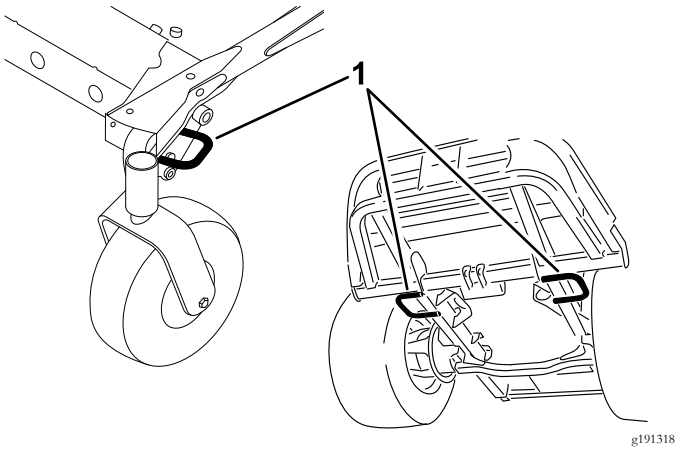

Figur 29
5. Bruk festebøylene på maskinen for å feste den sikkert til tilhengeren eller lastebilen med stropper, kjettinger, vaier eller tau (Figur 29).